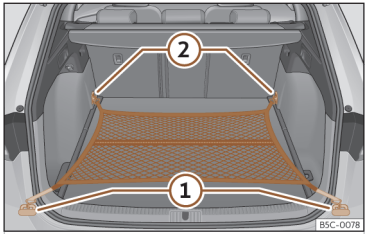

Abb. 186 Im Gepäckraum: flach eingehängtes Gepäckraumnetz.
- Hängen Sie die Haken in die Verzurrösen ein ››› **(Abb. 186)** ① und ② ››› ⚠. Der Reißverschluss des Gepäckraumnetzes muss dabei nach oben zeigen.